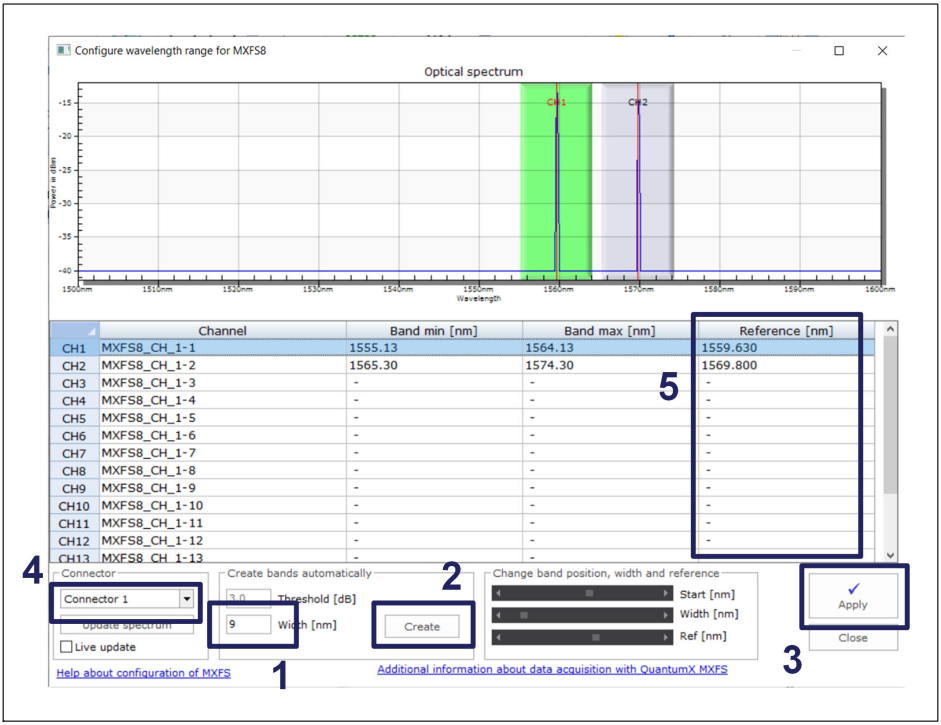

Fig. 5.2 Create ranges
- Define a width value for the band automatic creation of 9 nm (number **1** in *Fig. 5.2*).
- Perform an automatic creation of bands by pressing the "Create Button" (number **2** in *Fig. 5.2*).
- Apply the configured ranges to the device for the selected connector by pressing the “Apply” button (number **3** in *Fig. 5.2*).
- Repeat the process for all connectors, by changing the selected connector (number **4** in *Fig. 5.2*).
- Define FBG’s reference wavelengths as presented on the calibration sheets (number **5** in *Fig. 5.2*)
- Apply settings (number **3** in *Fig. 5.2*)
- Repeat for all connectors by changing the selected connector (number **4** in *Fig. 5.2*)